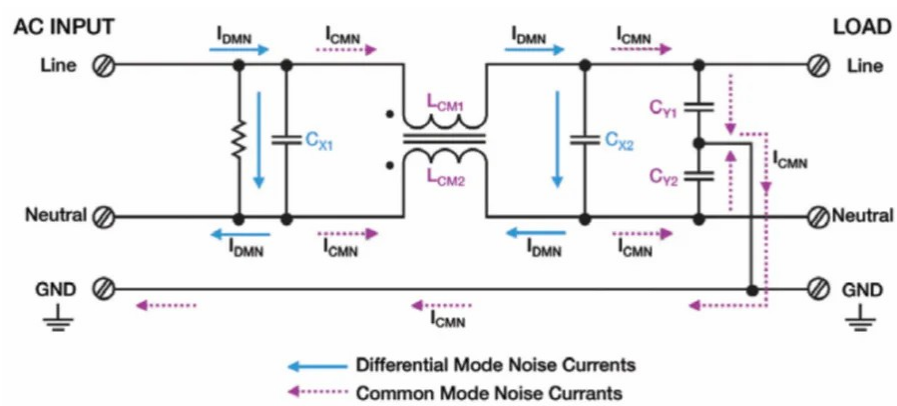

Figure 2: AC filter noise path.
At the input of our system , whether it is connected to home mains plug or to high power three phased charging station, the input can present some imperfections.Radiated EMI from other components can also be picked up on power cabling, adding to conducted levels. The system can experience at its input mainly two types of Electromagnetic interference (EMI) which are Differential Mode (DM) and Common Mode (CM) Noise.(Figure 2)